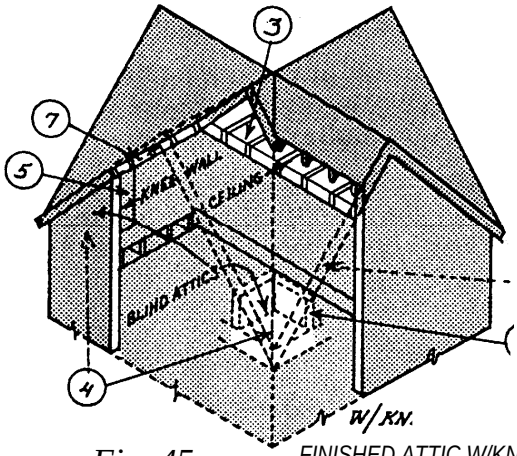

Fig. 45
- There are also multiple gable constructions. Figure 45 illustrates one of these, the full double gable. In this and in other multiple gable roofs, the common use of knee walls creates small blind attics at corners where two slopes come together. Do not overlook the need for insulation between the joists in the floors of these tiny attics.
These may be either isolated corners as in figure 45, or run the full length of the eave area as in figures 42, 44, and 45. Here again the problem is the lack of space in which to maneuver. Otherwise the procedure is the same as for Type 1.